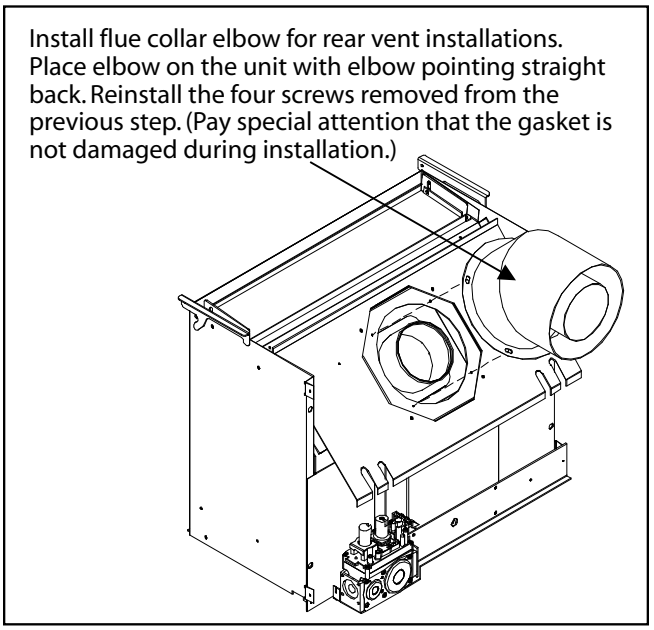

Figure 22: Step 4 of Converting Top Vented into Rear Vented.
4. Turn the elbow to the desired position and re-fasten with the screws removed form the previous step (see Figure 22).